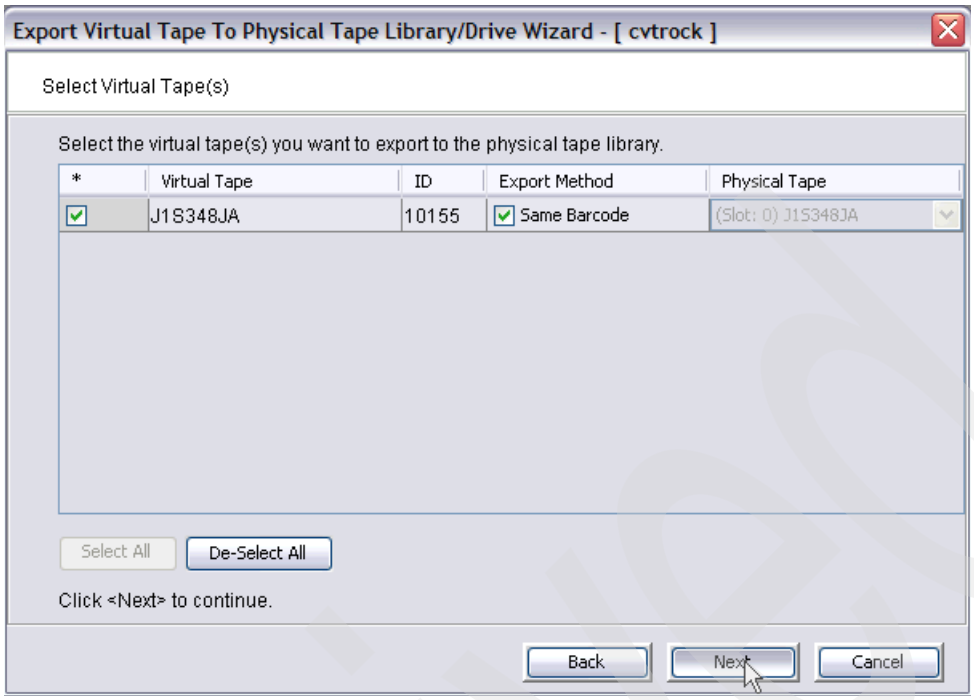

Figure 4-51 Selecting the virtual tape to export to a physical cartridge
4. Select the virtual tape which you want to export and select the physical tape cartridge on which the data should be written (see Figure 4-51). When you select Same Barcode, you do not need to select the physical tape.